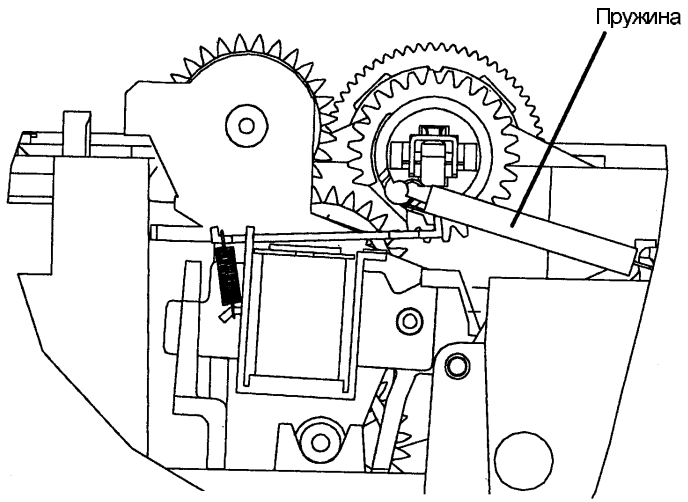

Рис. 1. Снятие пружины
3. Снимите пружину с шестерни сектора лотка 1 (Рис. 1).